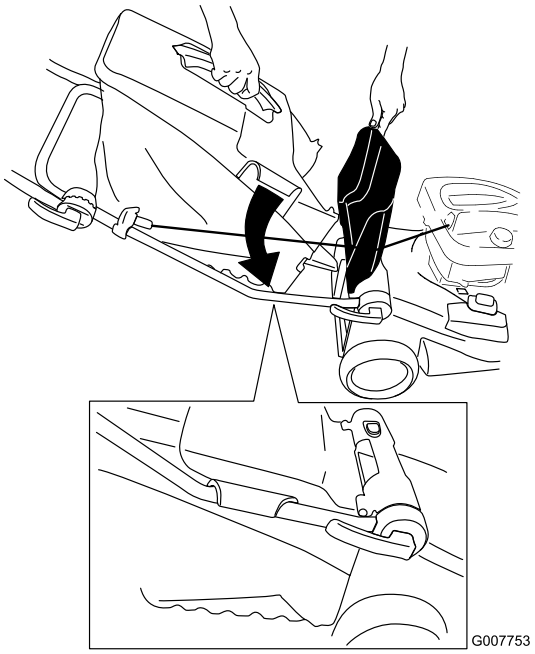

Figuur 20
2. Zet de achterklep omhoog en houd hem in deze positie; monteer de grasvanger op de hendel en zet de achterklep omlaag (Figuur 20).